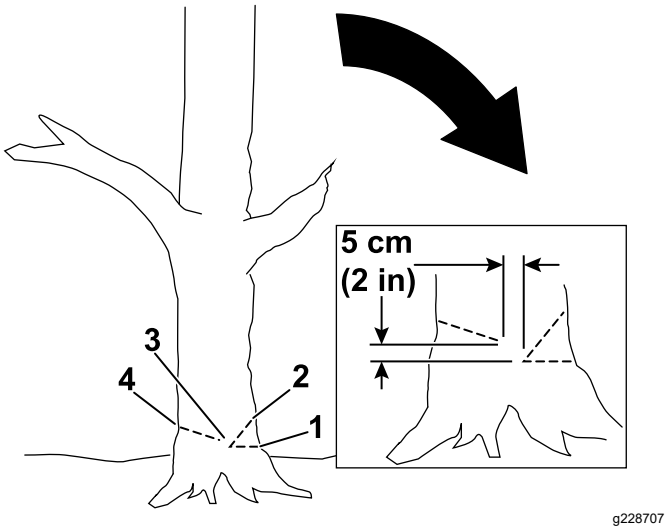

**Figuur 16**
4. Maak de eerste zaagsnede aan de kant naar welke de boom moet vallen, tot een derde van de doorsnede (Figuur 16).
5. Maak een tweede zaagsnede om een velkerf (inkeping) te vormen, begin deze zaagsnede minstens 5 cm boven de eerste (Figuur 16).
6. Maak de velsnede (achterste zaagsnede) vanaf de andere kant van de boom, ongeveer 5 cm hoger dan de onderkant van de velkerf, zoals in Figuur 16.
***Belangrijk:*** **Stop de velsnede 2,5 tot 5 cm van de velkerf af, zodat er een scharnier (breuklijst) wordt gevormd tussen de zaagsnedes (Figuur 16), dit voorkomt dat de boom in de verkeerde richting valt of ronddraait bij het vallen.**
**Opmerking:** Als de velsnede de velkerf nadert (Figuur 16) moet de boom beginnen te vallen.